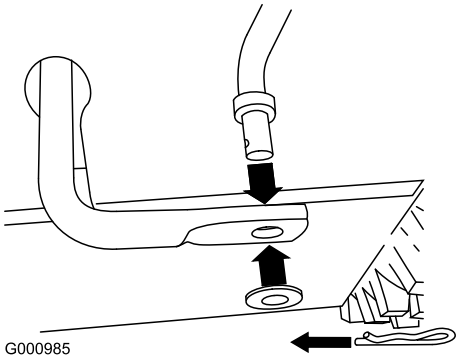

**Figure 10**
1. Remove the hairpin cotter and washer from the lower end of the speed control rod and insert the lower end of the rod into the lower link arm so that the bent end of the speed control rod faces rearward (Figure 10).